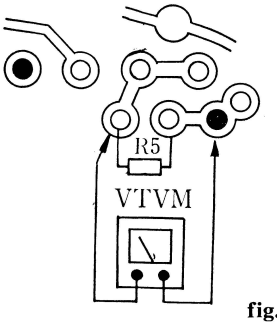

fig. 1
2. Connect both terminals of a vacuum tube volt meter (VTVM) with R5 (10 ohm) resistor in parallel as shown below. (See figs. 1, 2)